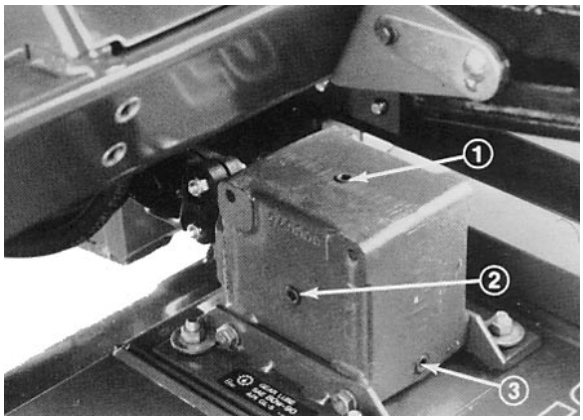

Afbeelding 4
2. Verwijder de controleplug uit de zijkant van de tandwielkast en controleer of het tandwielolie tot onder aan het gat zit (Afb. 4). Indien het smeeroliepeil te laag staat verwijdert u de vuldop boven op de tandwielkast en vult u voldoende smeer bij totdat dit aan de bodem van het gat in de zijkant staat.